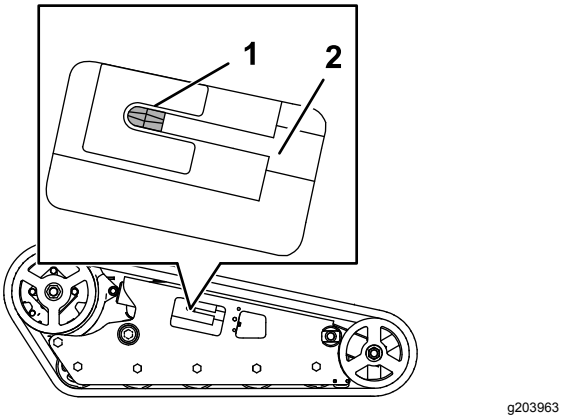

**Figuur 67**
15. Draai de spanschroef linksom tot ze niet meer verder kan (Figuur 67).